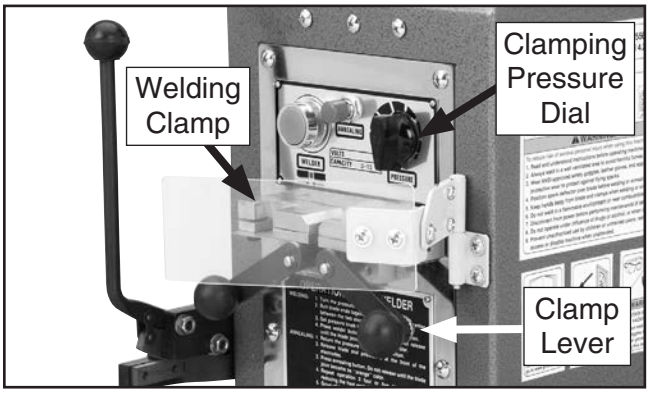

Figure 9. Clamping controls.
3. Fully rotate the clamping pressure dial (see **Figure 9**) clockwise. This spreads the welding clamps apart to allow proper positioning of the blade ends.